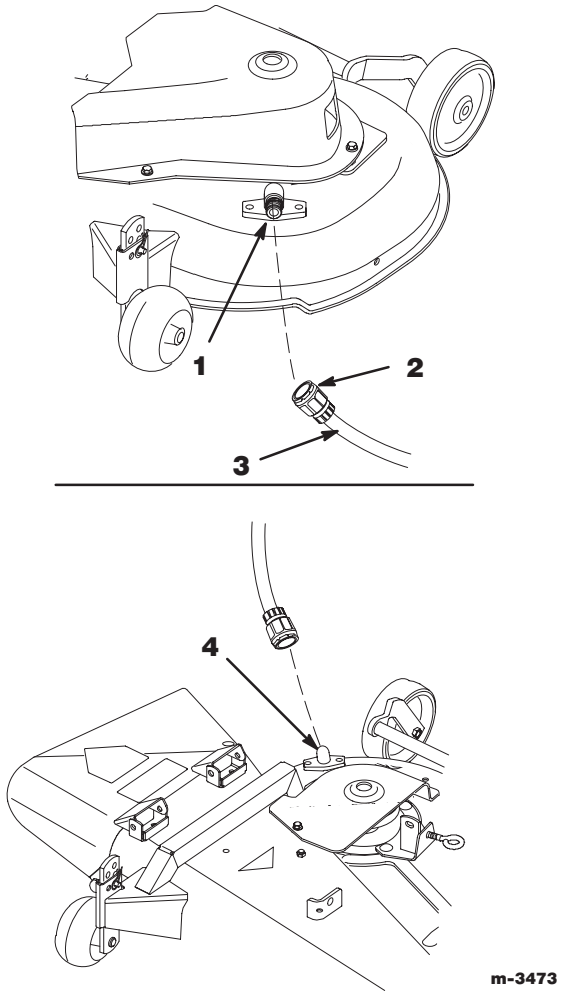

Figure 31
2. Attach hose coupling to the end of the left mower washout fitting, turn water on high (Fig. 31).